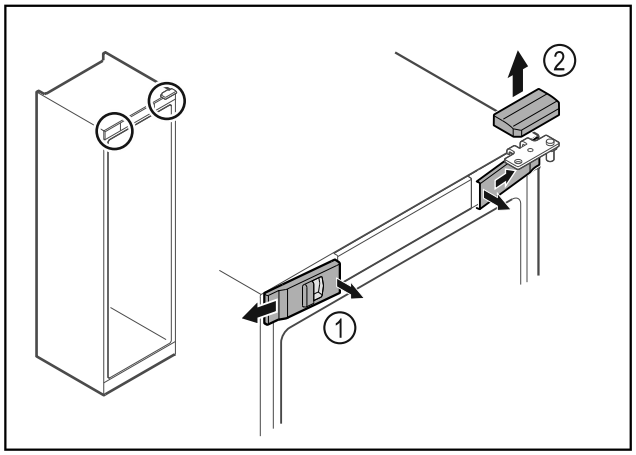

*Fig. 4*
▶ Deblocați apărătorile frontale din interior *Fig. 4 (1)* și detașați-le în lateral.
▶ Scoateți în sus *Fig. 4 (2)* apărătoarea.